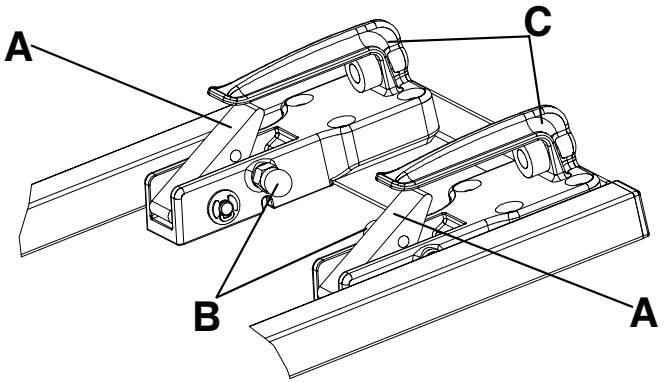

Figur 18 – To-trinns låseanordning
Merknad - Låshuset i fotenden er utstyrt med en to-trinns låseanordning (Figur 18). Når båren er låst i festet, vil den røde utløserknappen gå tilbake til opprinnelig stilling.
Løsne båren fra den to-trinns festeanordningen ved å trekke i begge de røde utløserknappene (B) på innsiden av de fremre festekrokene (C) (Figur 18).